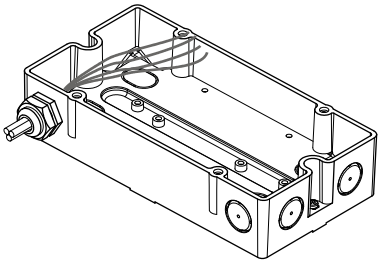

Fig. 4
4. Secure the M20 x 1.5 cable glands on the housing and guide in the cables (Fig. 4).
4. Befestigen Sie die Kabelverschraubungen M20 x 1,5 am Gehäuse und führen Sie die Kabel ein (Fig. 4).